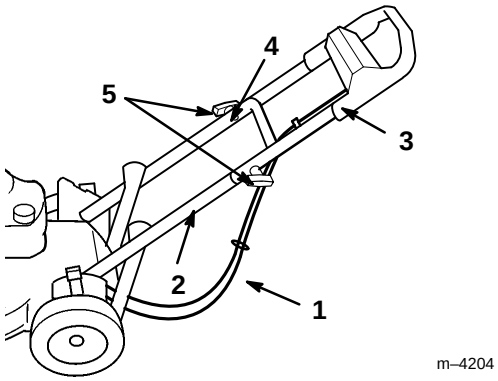

Afbeelding 3
4. Schuif de bovendeel van de handgreep met het uiteinde over het onderste deel, zodanig dat ze over elkaar vallen (Afb. 3).
5. Zorg dat de kabels onder en achter de onderste handgreep lopen, zoals afgebeeld in Afbeelding 3.
6. Zet boven- en onderdeel van de handgreep aan elkaar vast met de twee geprofileerde bouten en knoppen (Afb. 3).